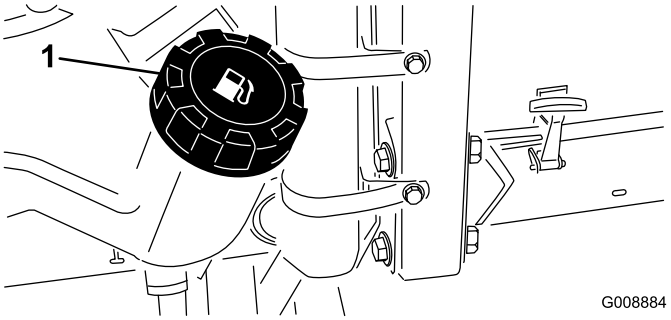

Figur 26
1. Rengjør området rundt der filteret skal festes (Figur 26).